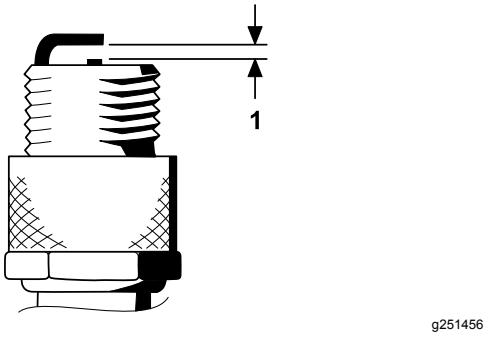

**Figur 43**
4. Se till att luftgapet mellan mitt- och sidoelektroderna är 0,76 mm. Se Figur 43.